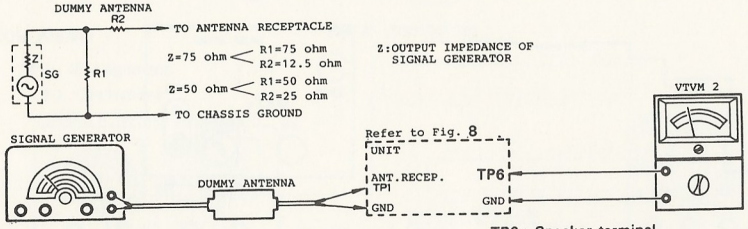

Fig. 14 (EOT-009)
(1) Connections Refer to Fig. 14